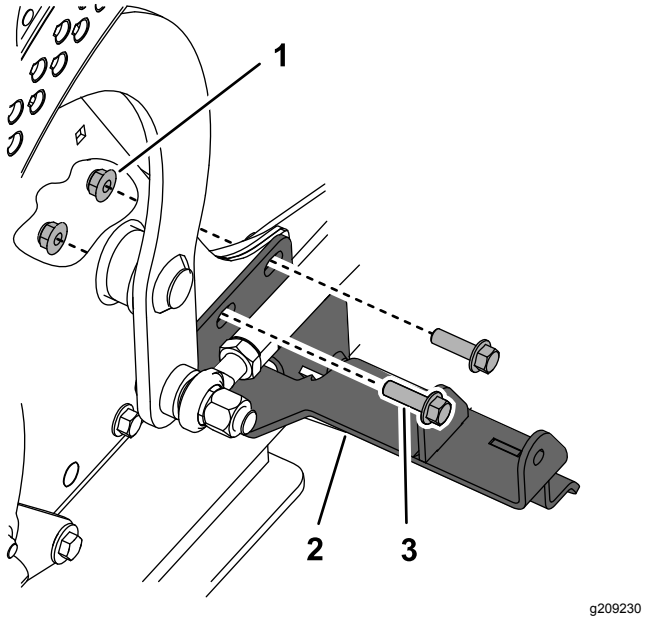

Figure 2
2. Remove the 2 bolts (3/8 x 1-1/4 inches) and 2 nuts (3/8 inch) from the right side of the machine (Figure 2).
3. Use the bolts and nuts you just removed to secure the rear bracket from the kit and the fan shroud to the machine frame (Figure 2). Torque to 41 to 49 N·m (30 to 36 ft-lb).
8. If you will be installing a bagger to the machine, remove the front and rear brackets (see Figure 2 and Figure 4). Install the bolts and nuts from the rear bracket to the secure the fan shroud to the machine.